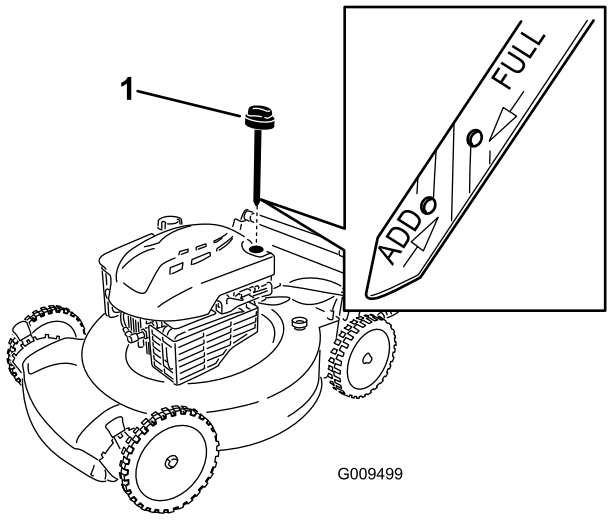

Figuur 22
6. Neem de peilstok uit de vulbuis (Figuur 22).